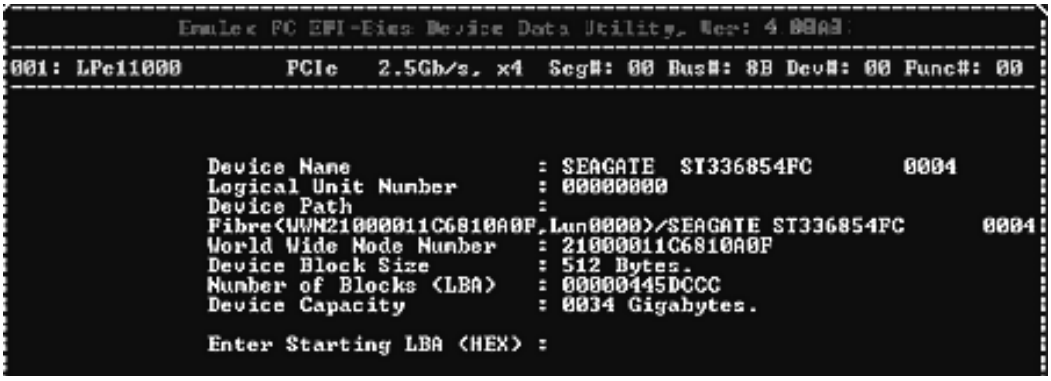

Figure 85: Device Data screen
2. Use the up/down arrow keys to highlight an attached block I/O device and press **<Enter>**. A screen similar to Figure 85 is displayed.